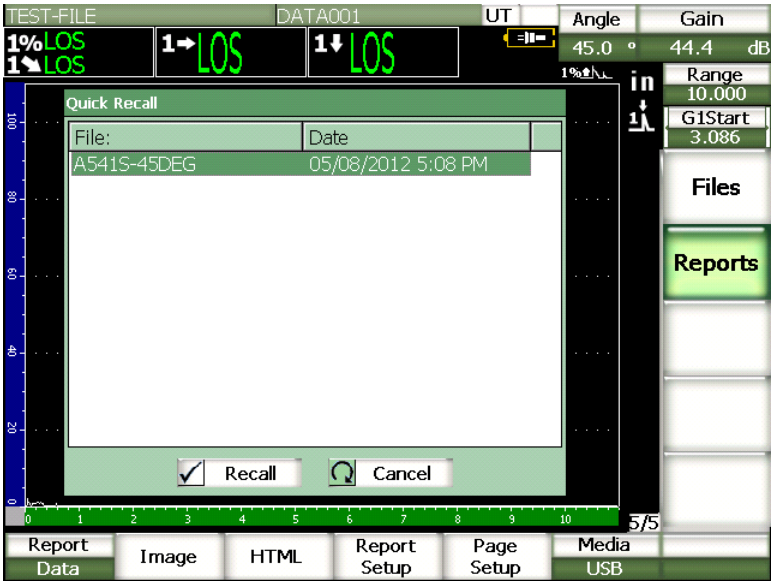

Figure 10-26 The Quick Recall dialog box
1. Press **[RECALL SETUP]** to enter the **Quick Recall** dialog box (see Figure 10-26 on page 233).